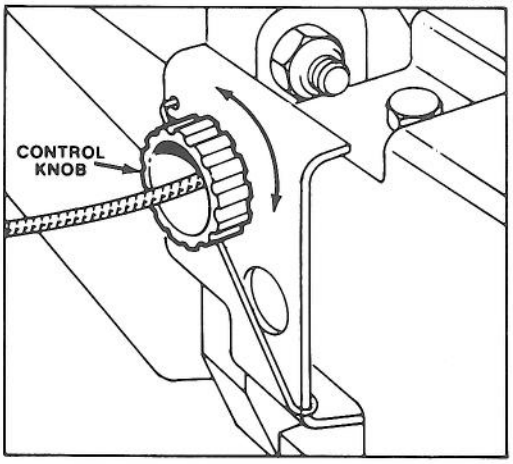

Figure 18
2. ADJUSTMENT (Fig. 18) – Rotate control knob clockwise 1/2 turn if mower does not self-propel. If mower creeps forward, rotate knob 1/2 turn counterclockwise to loosen belt.